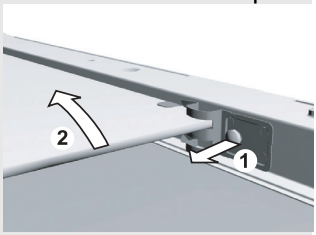

рис. 2
- Чтобы снять два промежуточных стекла, открутите винты на креплениях и приподнимите стекла (рис. 2). Перед очисткой снимите крепления.